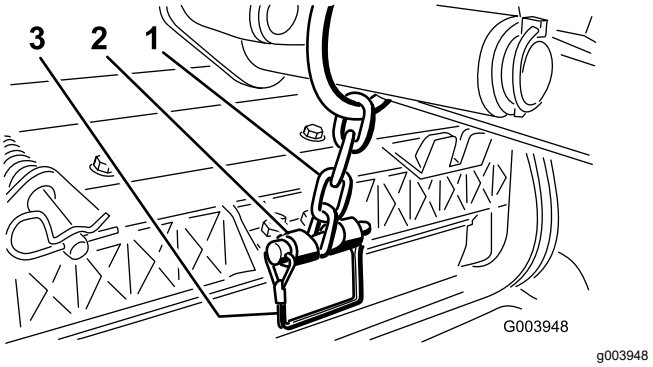

Figur 12
14. Fest løftearmkjedet til kjedebraketten med låsestiften (Figur 12).